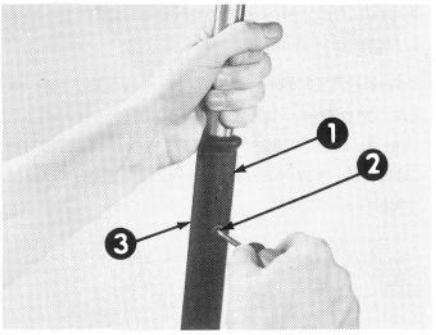

Abbildung 4
9. Die Griffschraube mit einem Kreuzschlitz-Schraubenzieher anziehen, und die Plastikmutter gleichzeitig festhalten (Abb. 4).